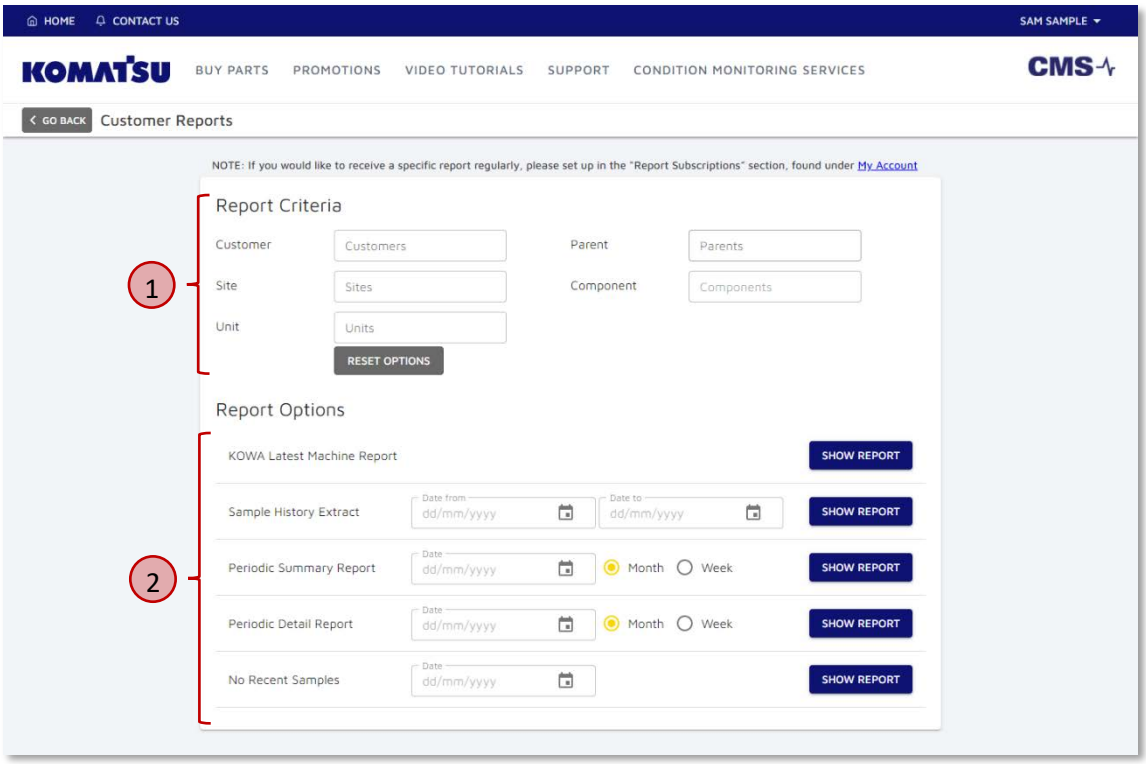

Figure 7.2 Summary Reports Page
Once we arrive at the reports page, we are provided some options to choose the scope of the report (what to include in the report, ① in Figure 7.2), but also the type of report we would like (② in Figure 7.2).